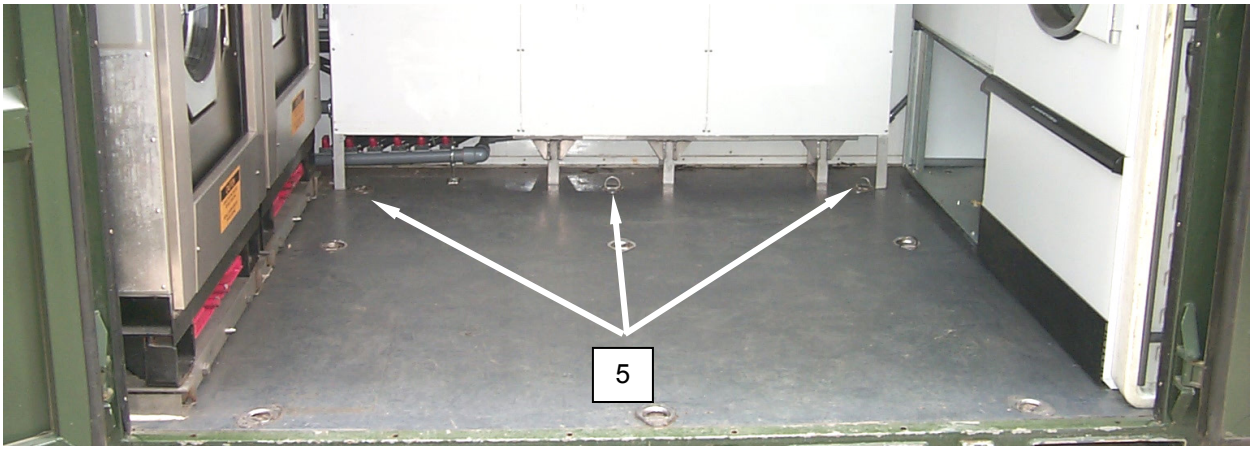

Figure 5. Lift the Three D-Rings.
9. Lift the three D-rings **(Figure 5, Item 5)** closest to the reuse filters.